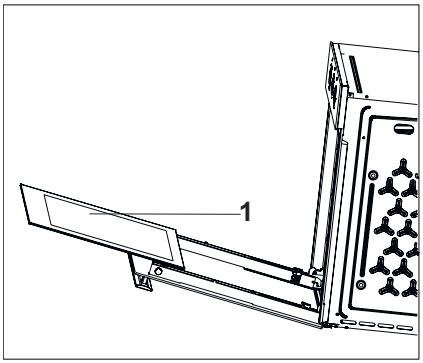

Fig. 24
- Remove the internal glass of the appliance to clean it (Fig. 24).